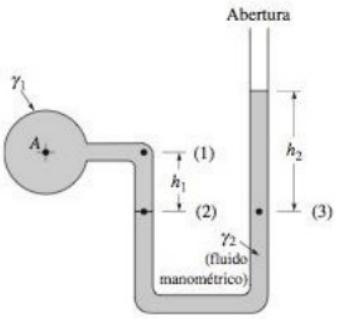
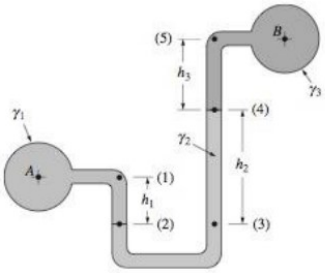

Figura 5: Manômetro em U simples
Figura 6: Manômetro em U diferencial
No caso da figura 5, começamos na extremidade aberta seguindo para o ponto A($p - p_0 \rightarrow p_A - 0$)[1] A pressão no ponto A e (1) são as mesmas e à medida que vamos do ponto (1) para o (2) a pressão aumentará em $\gamma_1 h_1$. A pressão no ponto (2) é igual à pressão no ponto 3, uma vez que as pressões em elevações iguais em uma massa contínua de fluido em repouso devem ser as mesmas(observe que não é possível "pular"do ponto (1) para um ponto de mesma elevação ao outro lado do tupo pois podem ser pontos de massa contínua de fluido diferentes). Com a pressão em (3) especificada, movemos para a extremidade aberta onde a pressão manométrica é 0. Como nos movemos para cima, a pressão decresce em magnitude $\gamma_2 h_2$. Em forma de equação:
Uma das vantagens do manômetro de tubo em U está no fato que o fluido manométrico pode ser diferente do fluido no recipiente cuja pressão deve ser determinada. Por exemplo, o fluido em (A), (ainda na figura 5) pode ser um líquido ou um gás. Se A contiver um gás, a contribuição da coluna de gás $\gamma_1 h_1$ é quase sempre desprezível de modo que $p_A = p_2$, ou seja,
Um manômetro em U pode também ser utilizado para determinar a diferença na pressão entre dois recipientes, como na figura 6
[1]Vale a explicação mais detalhada: inicialmente, temos $p - p_0 = \gamma h$, onde p é a pressão final e p_0 é a pressão inicial. Assim sendo, para determinar a diferença de pressão entre o ponto A e o ponto B, começamos no ponto A and terminamos no ponto B, ou seja, $p_B - p_A$. Poderiamos, alternativamente, determinar a diferença de pressão entre o ponto B e o ponto A, começando no ponto B e terminando no ponto A, ou seja, $p_A - p_B$. Segue a recomendação de **SEMPRE** seguir o caminho **ATÉ** o ponto onde se deseja conhecer a pressão. Logo, na figura 5, começamos no ponto aberto e vamos para o ponto A, a equação se torna, então, $p_A - p_0$. Já na figura 6, independe a ordem, mas, como indicado pela forma como foi fornecida a equação final no livro, devemos ir do ponto B até o ponto A, ou seja, $p_A - p_B$.